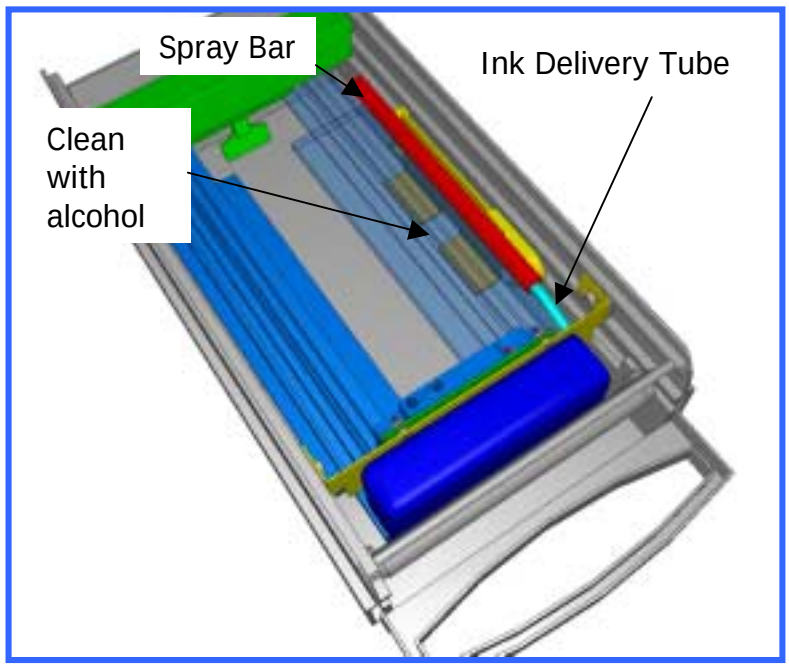

Figure 10
13.0 Install Spray Bar Assembly (Figure 10)